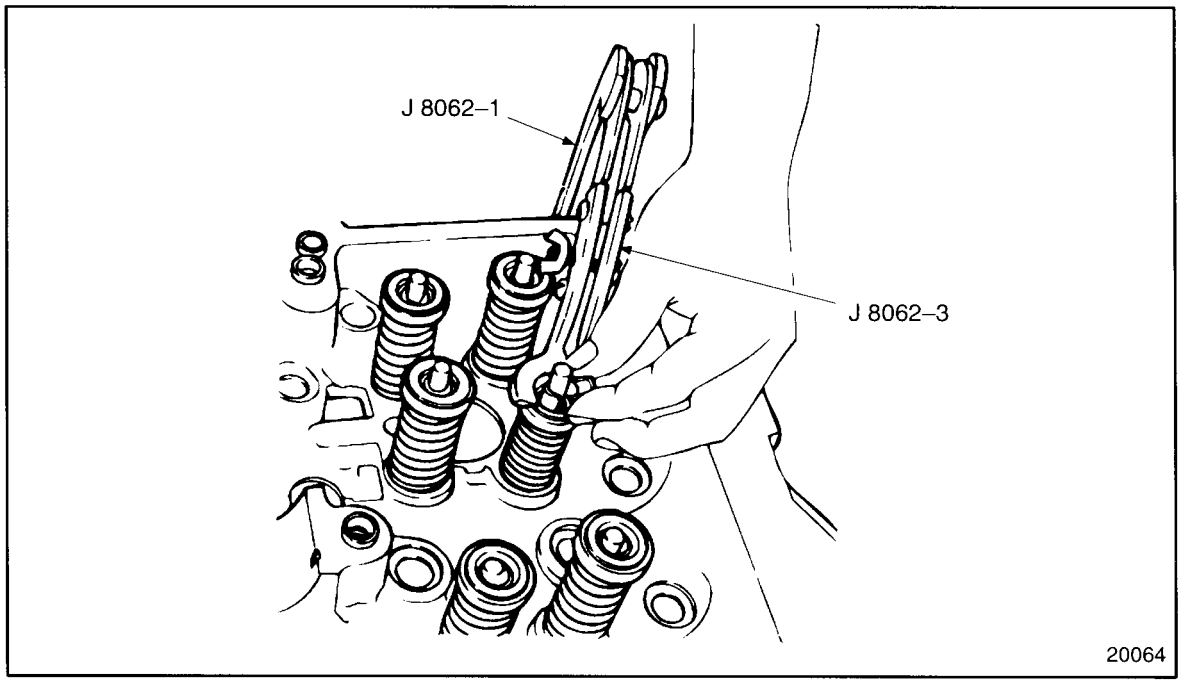

Figure 1-75 Compressing Valve Spring
7. Remove the valve locks using valve spring compressor, J 8062, with jaws, J 8062–3 installed, to compress each valve spring. See Figure 1-75.